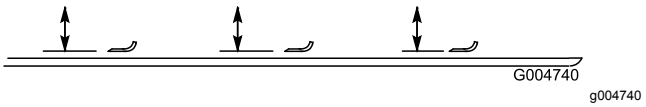

Figuur 143
4. Draai het mes tot de punten naar voren en achteren wijzen, en meet de afstand vanaf de binnenkant van het maaidek tot de voorste snijrand van het mes (Figuur 143).